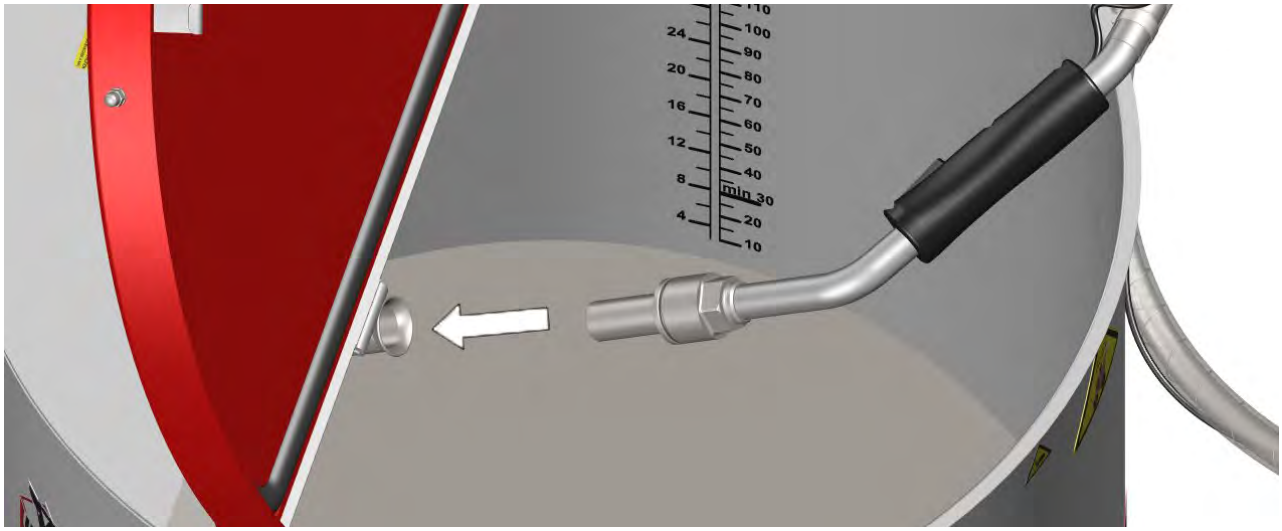

Bild 24: Dosierpistole in Spülvorrichtung einstecken
1. Stecken Sie die Dosierpistole in die Spülvorrichtung (siehe Bild 24: Dosierpistole in Spülvorrichtung einstecken).